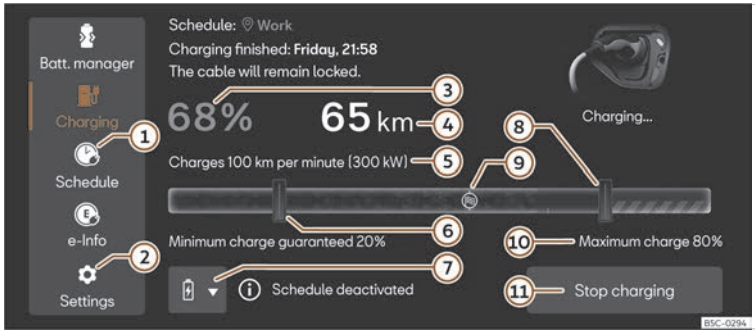

Fig. 67 In the infotainment system: Charging main menu.
2. Push the ⚙ ② ››› **Fig. 67** button.